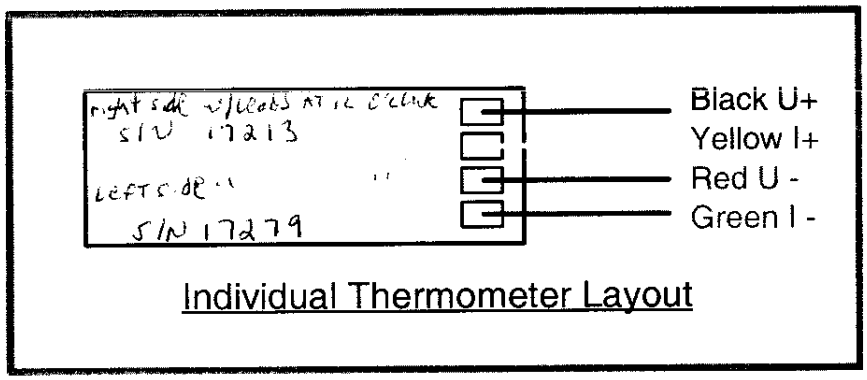

Figure 8.5.2-A
8.5.2 Solder wires (MA-369836) to RTD's as per Q3 Module Assembly (ME-369900). Individual RTD wiring is shown in Figure 8.5.2-A below.